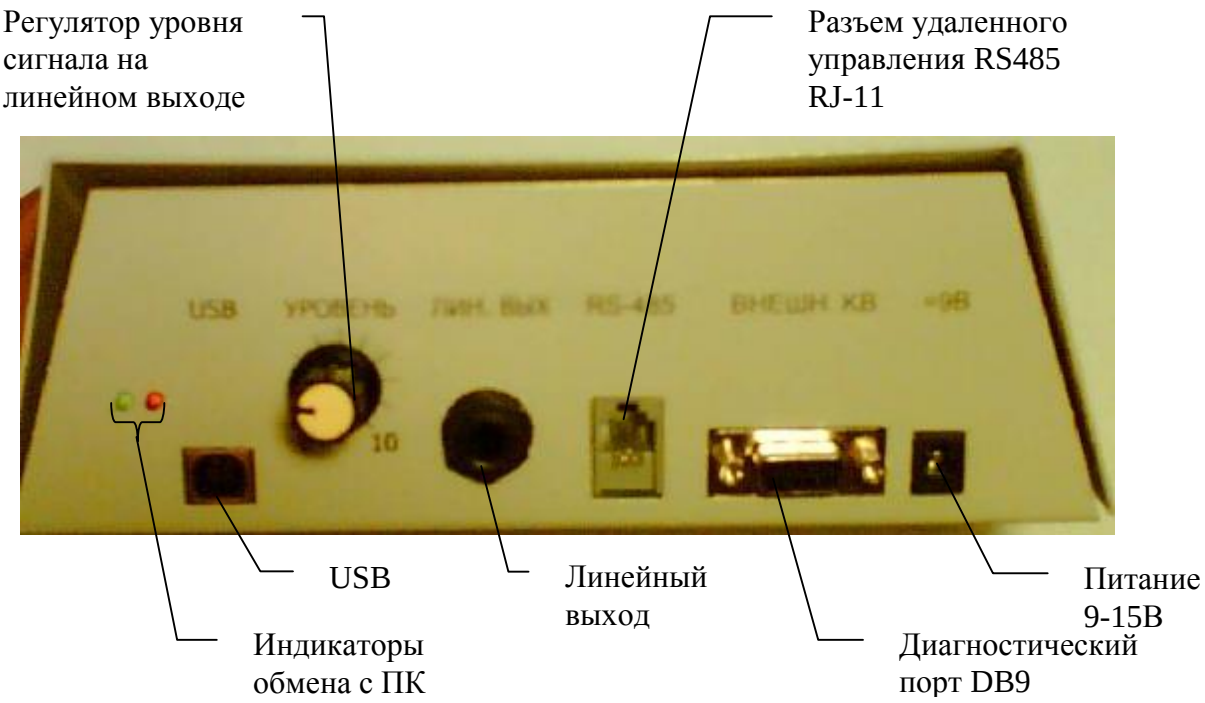

Рисунок 1.2 – Задняя стенка автоинформатора
2.2.2. Для эксплуатации автоинформатора необходимо подсоединить усилительное (или другое) устройство к линейному выходу и блок питания согласно рисунку 1.1. Для загрузки треков достаточно подключить автоинформатор к ПК с помощью USB кабеля (при этом автоинформатор будет питаться от USB). Если необходимо удаленное управление АИ-256, то дополнительно подключается линия управления по интерфейсу RS485 (рис. 1.2).